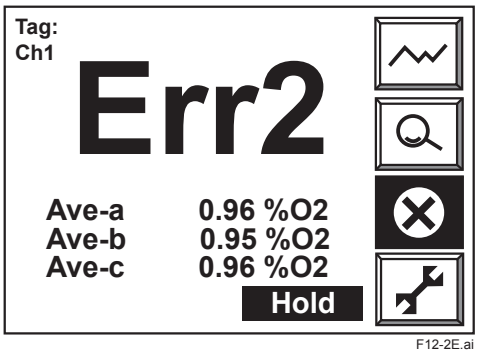

Figure 12.2 Error Displays on Single-channel Display
3) On the single-channel display, a large error code is indicated in the oxygen concentration data area and an error icon flashes in the switch indication area if the display shows the relevant channel (Figure 12.2). If not, only a flashing error icon is indicated.